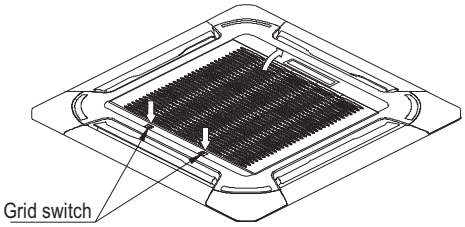

Fig.1-7
■ Slide two grill switches toward the middle at the same time, and then pull them up.(Refer to Fig.1-7)